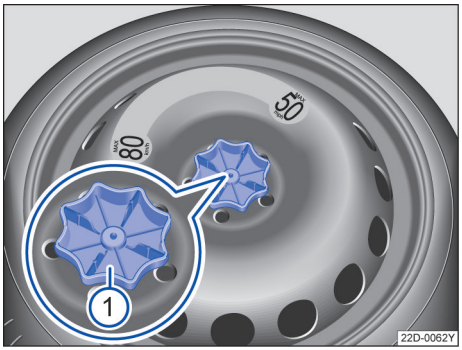

图 162 行李厢内：备用车轮固定手轮
– 逆时针拧下备用车轮中间的固定手轮→ 图 162 ①，拆下备用车轮。